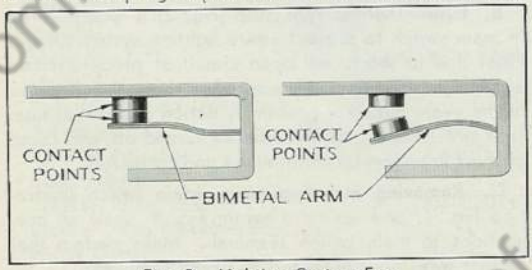

Fig. 2 Lighting System Fuse
B. Fuse—Thermal type fuse (Fig. 2) is incorporated in main switch to protect entire lighting system circuit. Heat due to shorts will open circuit at predetermined amperage. Circuit is restored when thermal unit cools. In the event circuit is broken by action of thermal fuse, light switch should be immediately turned off, and cause of short in system be determined and corrected.